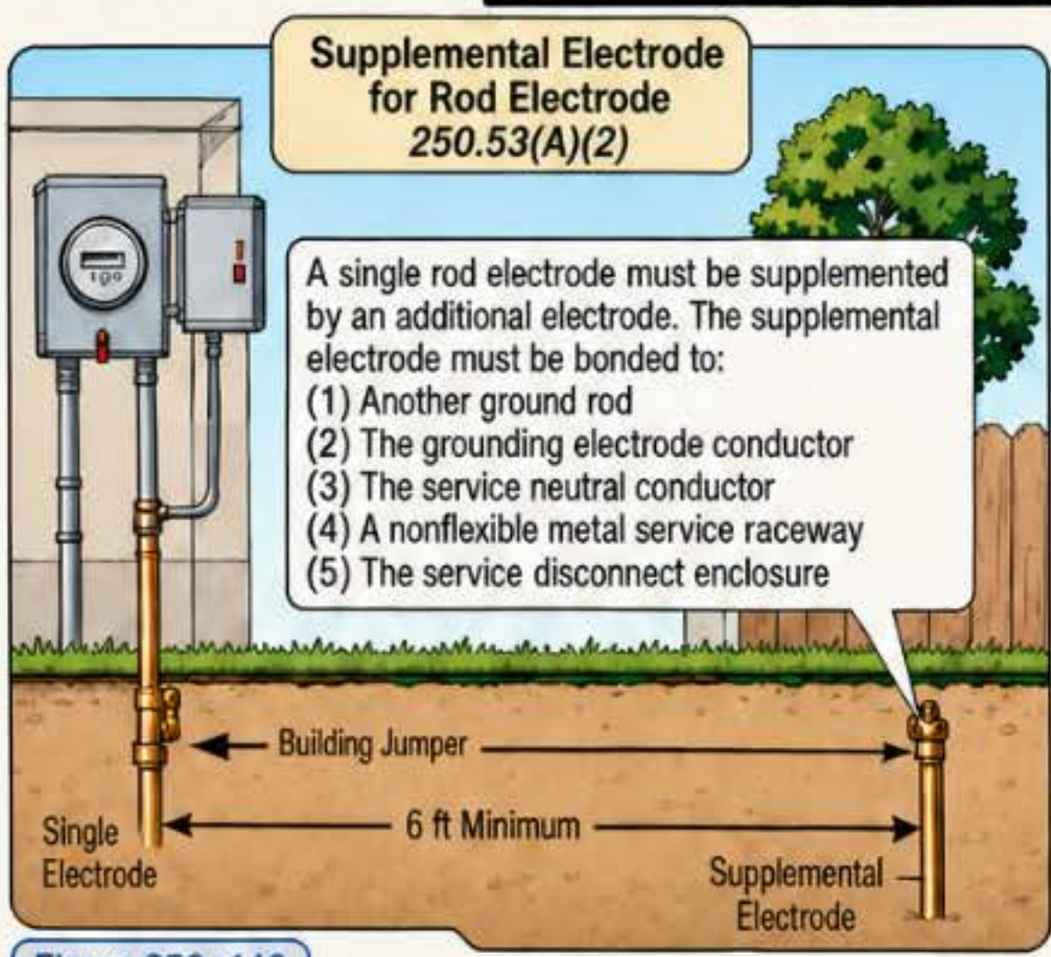

Figure 250–118
(1) Below Permanent Moisture Level. If practical, ground rods, pipe, and plate electrodes must be installed below the permanent moisture level and must be free from nonconductive coatings such as paint or enamel.
(2) Supplemental Electrode. A single ground rod must be supplemented by an additional electrode. This supplemental electrode must be bonded to:
▶ Figure 250–118